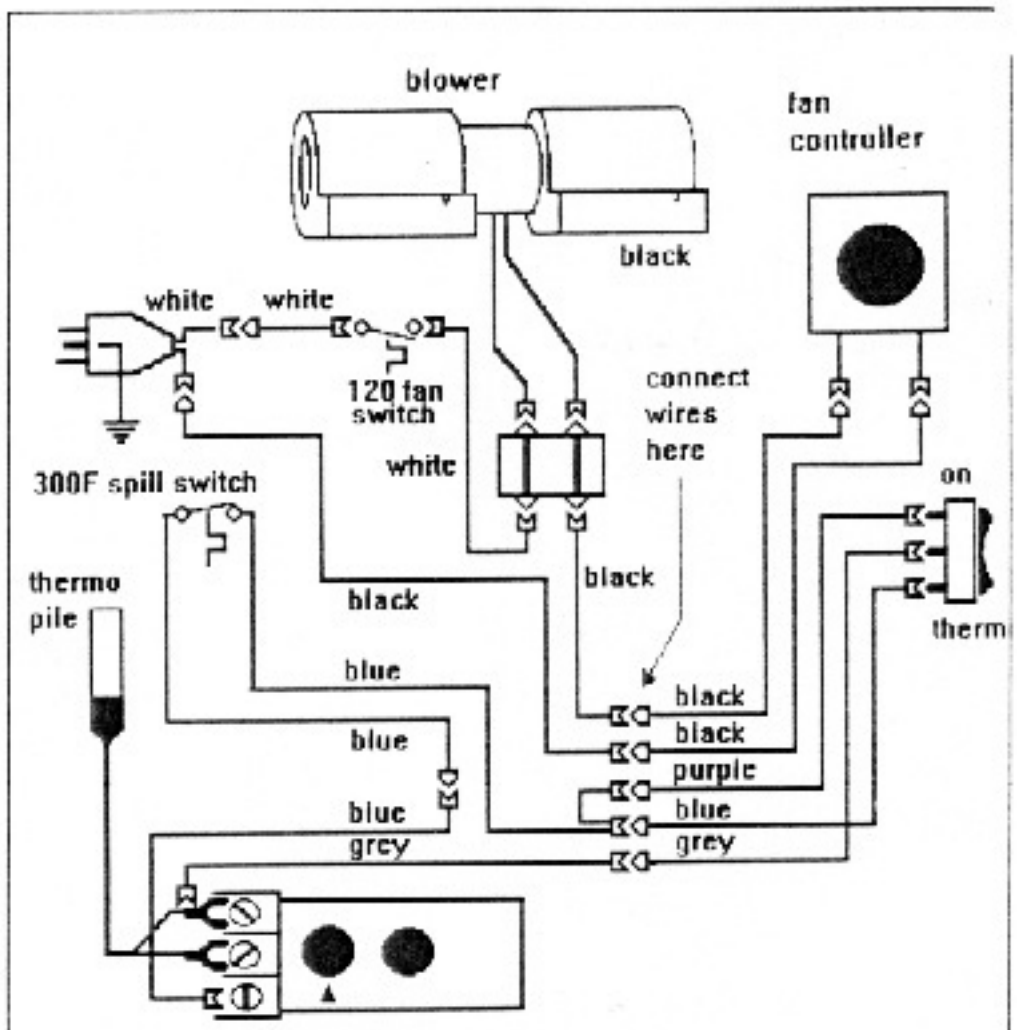

Figure 5
10. Connect surround panel wire harness to the stove wire harness following the wiring diagram in figure 5.